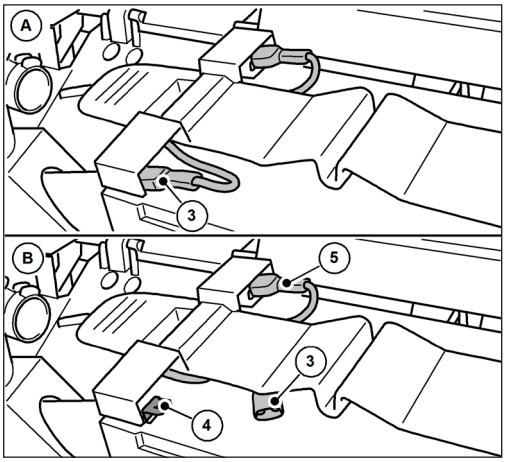

Abb. 24: Odłącz kabel połączeniowy akumulatora
3. Odłącz niebieski kabel połączeniowy akumulatora (3) od wtyczki (4) akumulatora.
» Upewnij się, że niebieski kabel połączeniowy akumulatora (3) nie może przypadkowo zetknąć się z klapką wtykową (4) z powodu czynników zewnętrznych, takich jak ruch urządzenia (patrz Rys. 24 Rysunek B).